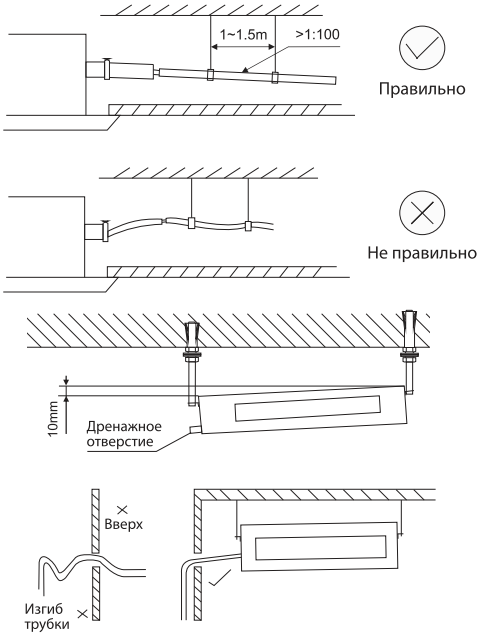

Рисунок 27 - Наклон дренажного трубопровода и внутреннего блока
• Дренажный трубопровод должен иметь уклон вниз не менее 1/100 (см. рис. 27).
• Для обеспечения беспрепятственного стекания воды внутренний блок необходимо установить с небольшим уклоном в сторону дренажного отверстия (см. рис. 27).
• Дренажный трубопровод не должен иметь перегибов, иначе возможно затопление внутреннего блока и утечка воды (см. рис. 27).